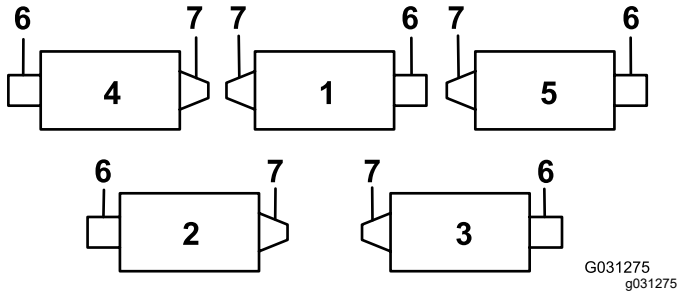
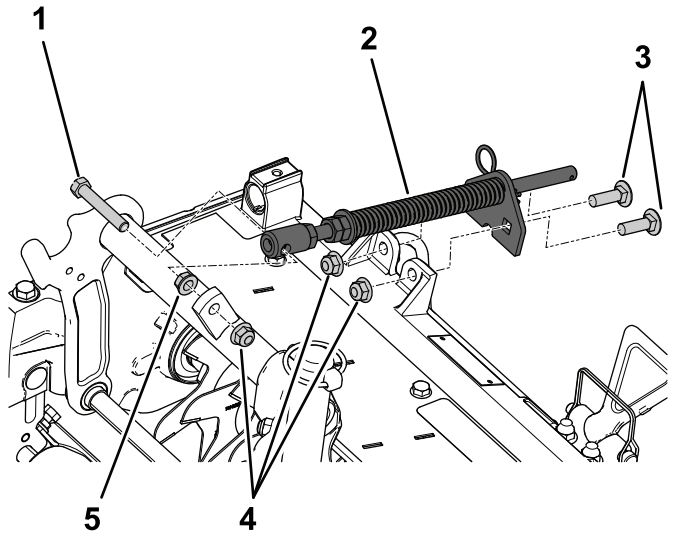

図 4
図 7
グリスフィッティングは、バーチカッターのリールモータ側に取り付ける必要があります。下の図で各リールモータの位置を確認してください 図 4。
3. バーチカッター2と4の位置図 4では、ウェイトをカッティングユニットの反対側に移動する。
ターフ補正スプリングアセンブリを、リールモータと同じ側に取り付ける図 4と図 7。